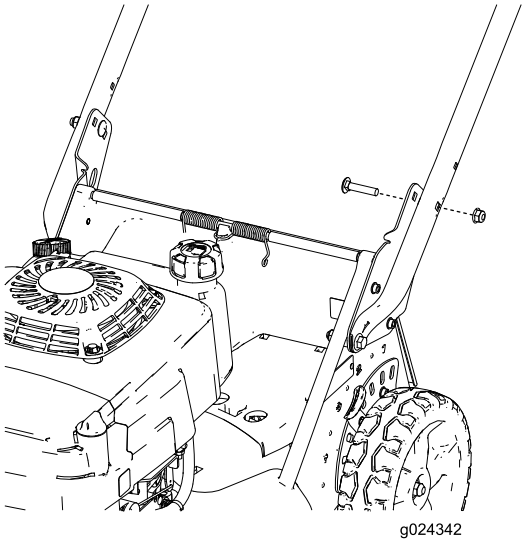

Figuur 5
5. Bevestig de handgreep aan de handgreepbeugel als de handgreep de gewenste hoogte heeft; gebruik 2 slotbouten (5/16 x 1-1/2 inches) en 2 flensmoeren (5/16 inch), zie Figuur 5.